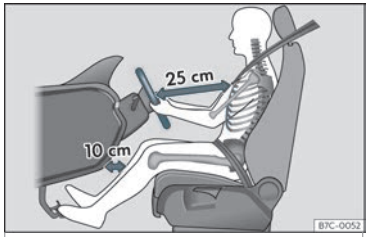

Fig. 2 A separación correcta entre o condutor e o volante debe ser de polo menos 25 cm (10 polgadas).
- Axuste o volante para que estea a unha distancia de polo menos 25 cm (10 polgadas) do esterno ››› **fig. 2** e o poda suxeitar con ámbalas dúas mans polos lados, pola parte exterior, cos brazos lixeiramente flexionados.
- Axuste o asento lonxitudinalmente para que poida pisar completamente os pedais cos xeonllos lixeiramente dobrados e que quede unha distancia entre a zona dos xeonllos e o taboleiro de instrumentos polo menos de 10 cm (4 polgadas) ››› **fig. 2**.